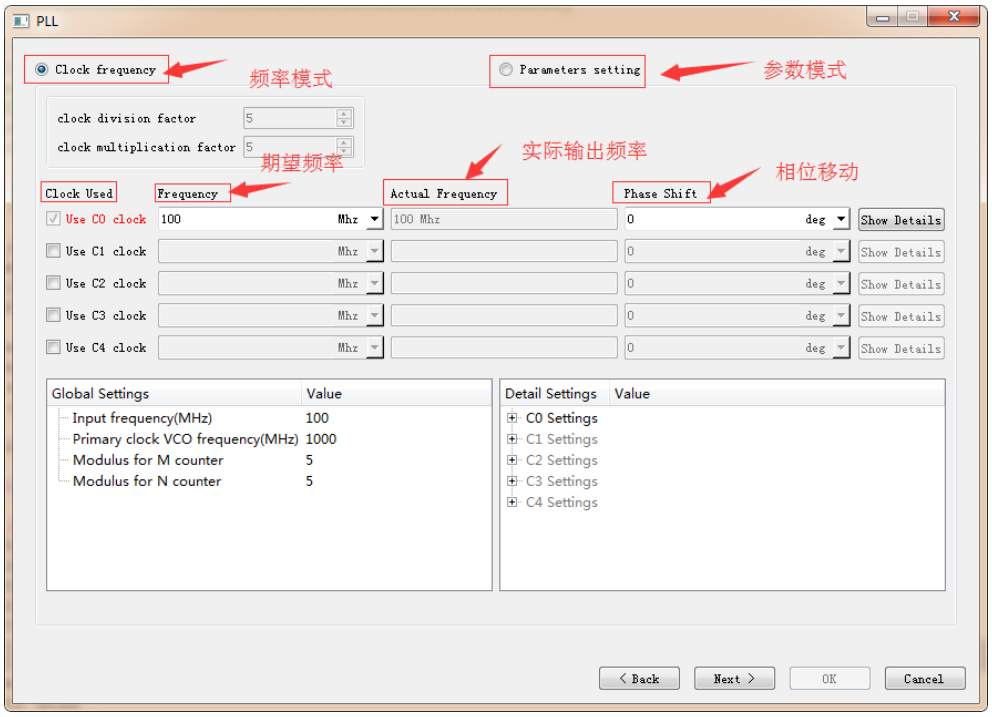

图 6- 4 PLL 设置(c)
5、如图 6- 5 所示，点击 OK 按钮完成 PLL 的全部配置工作，用户例化调用生成的 PLL 文件即可。